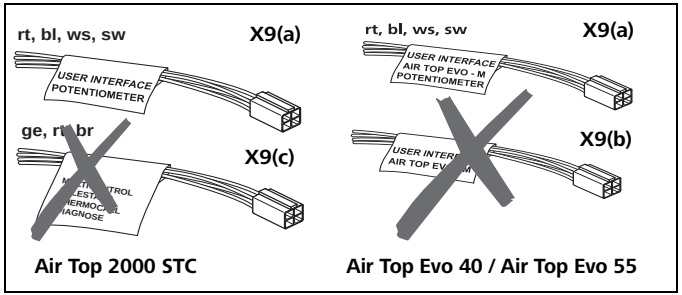
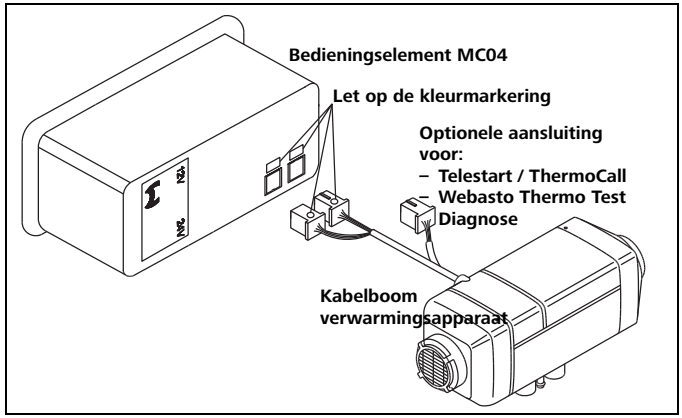

Afb. 42 Kabels draaischakelaar
Afb. 45 Aansluiting Air Top Evo 40 / Air Top Evo 55 met bedieningselement MC04
Stekker X9(c) is nodig om een optioneel bedieningselement aan te sluiten of om de Webasto Thermo Test PC-Diagnose aan te sluiten. Zie Afb. 42 en schakelschema.
Breng stekker X9a (kabels rood, blauw, wit, zwart (rt, bl, ws, sw)) met blauwe markering op de stekker van het bedieningselement aan. Monteer bij gebruik van een ventilatieschakelaar een massakabel naar de schakelaar. Bij de Air Top Evo 40 / Air Top Evo 55 moet de weerstand (R) gemonteerd worden. Zie Afb. 42 en schakelschema.
Zie Afb. 42 (stekker X9a en X9b) en Afb. 45.